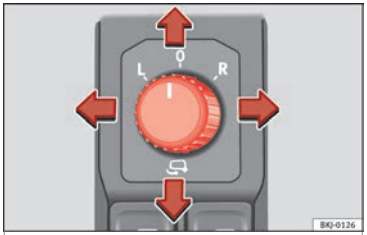

Fig. 152 Exterior mirror controls.
1. Turn knob ››› **Fig. 152** to position **L** (**left exterior mirror**).
– Turn the control ››› **Fig. 152** to position to fold in the exterior mirrors. You should always fold in the exterior mirrors if you are driving through an automatic car wash. This will help prevent damage.